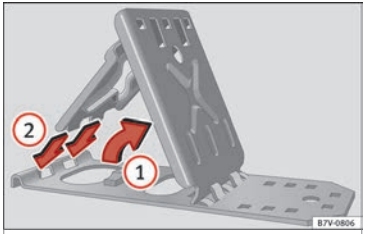

Fig. 182 To unfold the foldable wedges.
- Lift the base plate ››› **Fig. 182** 1.